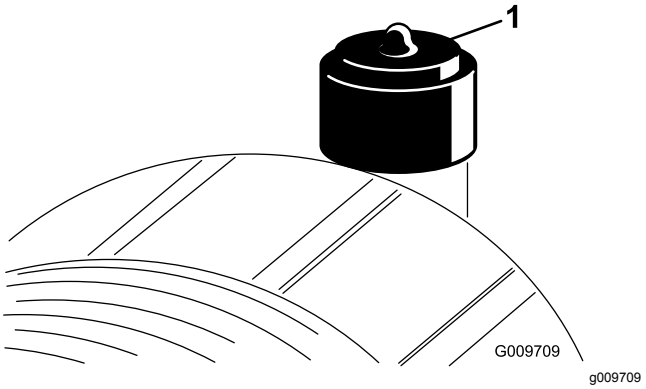

Figuur 54
Geef het luchtfilter uitsluitend een onderhoudsbeurt als de onderhoudsindicator (Figuur 54) dit aangeeft. Als u het luchtfilter vervangt voordat dit nodig is, wordt alleen maar de kans vergroot dat er vuil in de motor komt als u het filter verwijdert.
2. Stel de indicator (Figuur 54) opnieuw in als deze rood is.